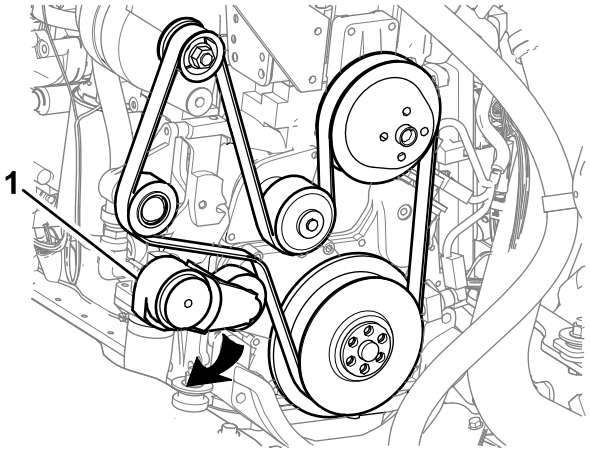

Рисунок 105
2. Ослабьте натяжение ремня, повернув натяжитель ремня по часовой стрелке (Рисунок 105).
1. Установите ремень на шкивы, но не устанавливайте его на натяжитель ремня (Рисунок 105).